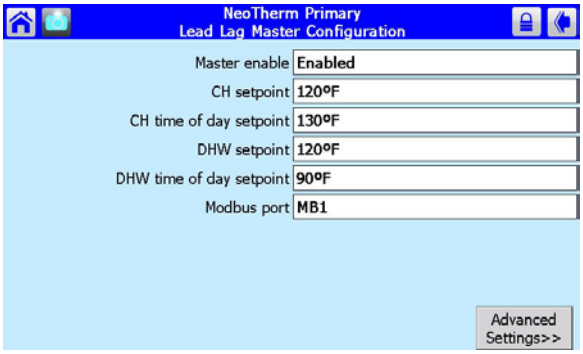

Fig. 82 – Lead/Lag Master Configuration
2. Press the Configure button. The display will present the Lead/Lag Master Configuration Screen (Fig. 82).
This is the same as the LL CH Setpoint on the Lead/Lag Master Configuration screen (Fig. 82).
This is the same as the LL CH Time-Of-Day Setpoint on the Lead/Lag Master Configuration screen (Fig. 82). (See the material on "About the 'Time of Day' Function at the end of this section)